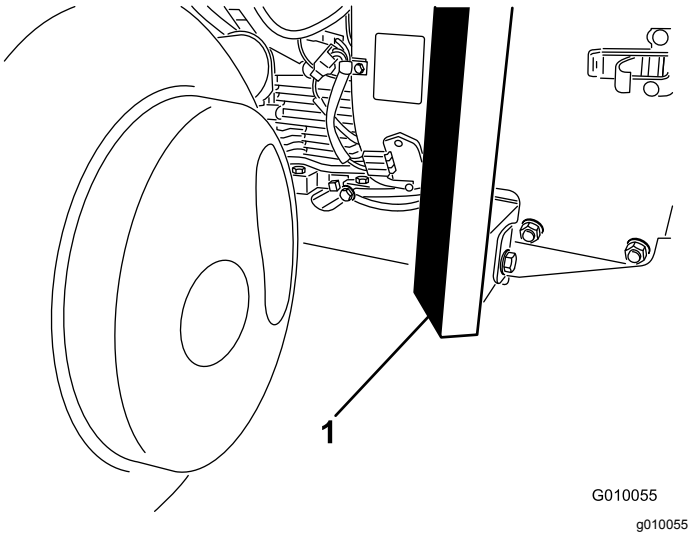

Figur 38
3. Plasser jekken trygt under den fremre delen av rammen (Figur 38).